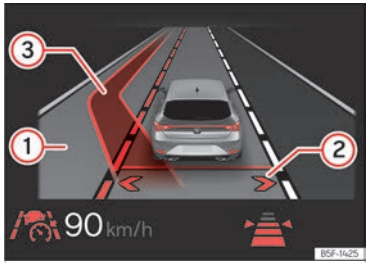

Fig. 147 En la pantalla del cuadro de instrumentos: visualización del cambio de carril asistido (representación esquemática).
De esta forma se activa el cambio de carril asistido. Las flechas de su propio carril en la pantalla del cuadro de instrumentos se muestran en gris ››› **fig. 147** ②
Si el sistema no ha detectado ningún objeto en el campo de detección del sistema de sensores y es posible un cambio de carril asistido a un carril adyacente, el carril correspondiente se muestra en la pantalla del cuadro de instrumentos junto al carril propio del conductor. La flecha del lado del carril correspondiente aparece en blanco ››› **fig. 147** ②.